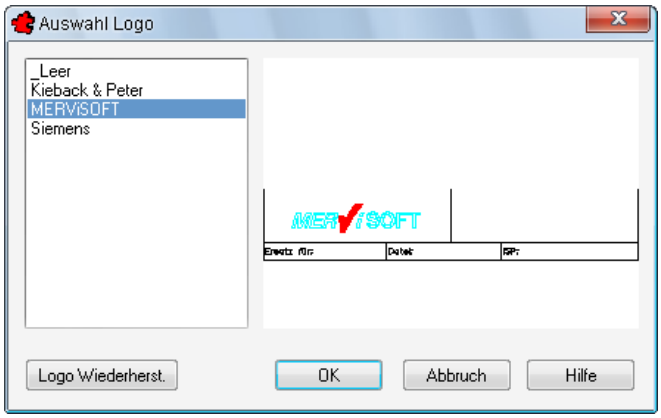

Bild 16.6 – Auswahl des Projekt-Logos
- Schaltfläche *Logo:* Über diese Schaltfläche erreichen Sie das Dialogfeld *Auswahl Logo,* mit dem Sie das Projekt-Logo auswählen, eine Vektorgrafik für die Schriftfelder (Abb. 16.6).